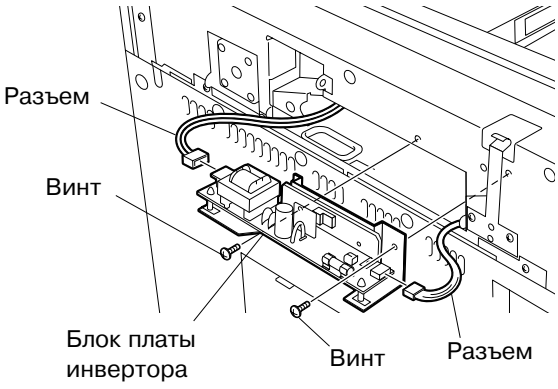

Рис. 7-8-14
9. Снимите блок платы инвертора. (См.Рис. 7-8-14) (для серий DP2000/2500)